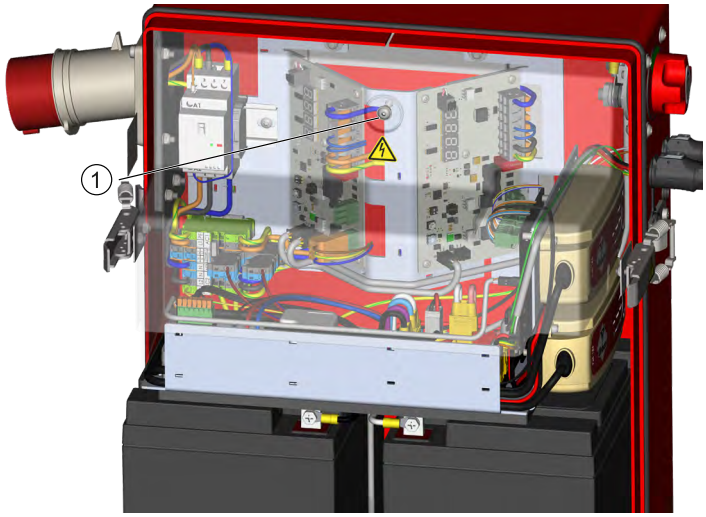

Рисунок 28: Защита от прикосновения
2. Ослабьте винт с внутренним шестигранником на защите от прикосновения (см. Рисунок 28 «Защита от прикосновения», страница 76).